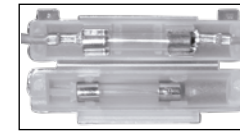

Imagen 25. Fusible.
4. Sustituir el fusible quemado por el de repuesto. Ver imagen 25.